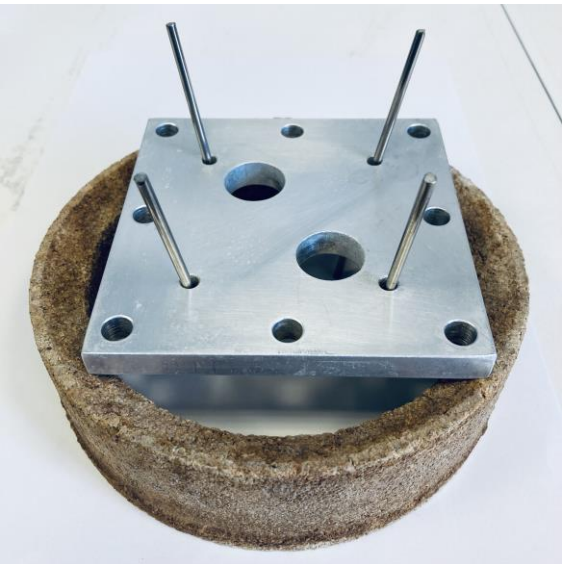

Fig. S1h. Placing an end plate on a cork ring and 4 guide rods for assembly.
3) Place a stainless steel end plate onto a large cork ring (or similar) and insert the 4 guide rods (Fig. S1h). It is critical to keep the flow cell flat throughout the assembly process, at least until the process of tightening the bolts (see steps 5-6 below) in order to avoid the displacment of the flow cell components, which might otherwise cause leakage during operation. A bench vice can be used for holding the flow cell if required.